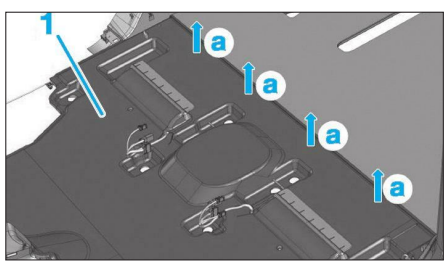

**Fig. 18**
• Dégrafer le tapis (1) en (a) **(Fig.18)**.